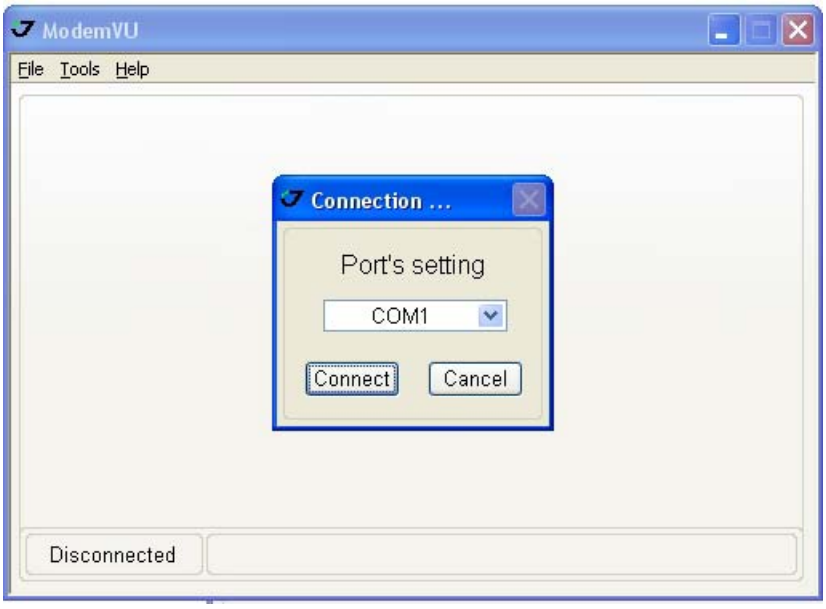

Рисунок 17. Соединение с ModemVU
5. Выберите нужный последовательный порт (COM-порт) компьютера, к которому подключен приемник, для установления связи с ПК и нажмите кнопку *Connect* (Рис. 17).